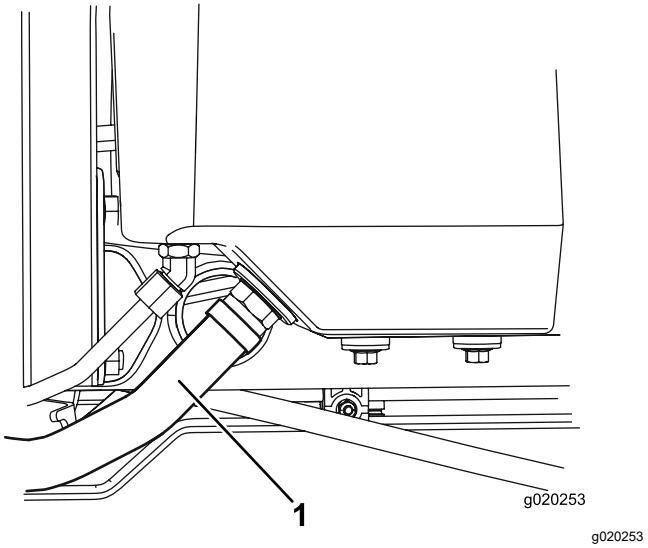

Figur 80
2. Koble den store hydrauliske slangen (Figur 80) fra beholderen og la den hydrauliske væsken renne ned i et tappefat.